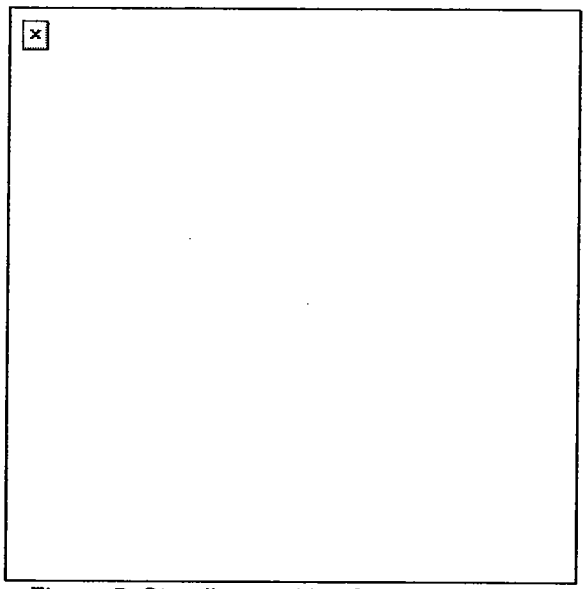

Figure 5. Standing position for mounted gun.
c. Standing position for gun mounted on a vehicle pedestal (Figure 5).